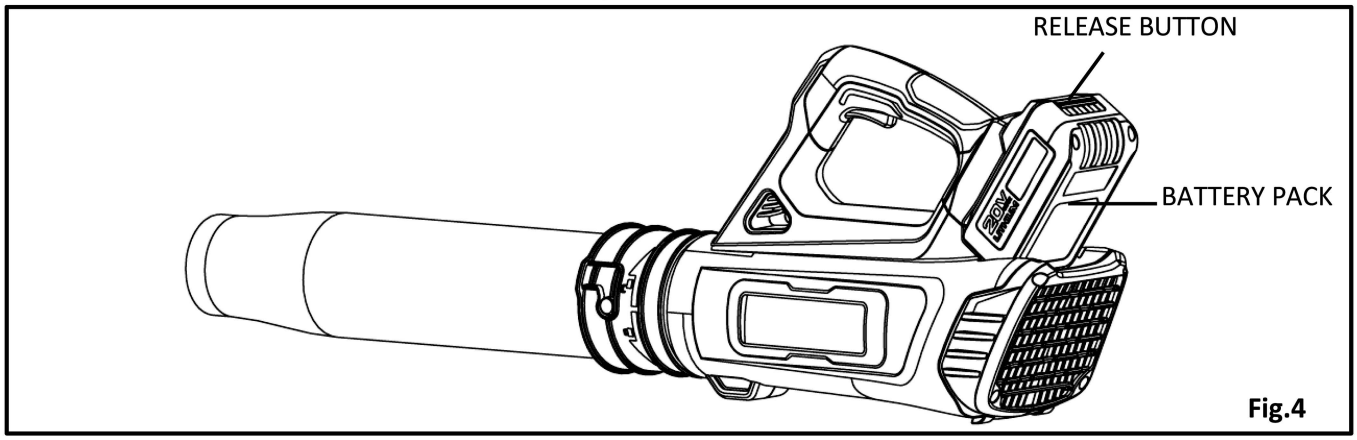

**Fig.4**
**TO REMOVE OR INSTA LL BATT ERY PACK** (See Fig.4)
Depress the Battery Release Button to release battery pack from your tool. After recharging, insert the battery pack into tool's battery port. A simple push and slight pressure will be sufficient.(Fig.4)